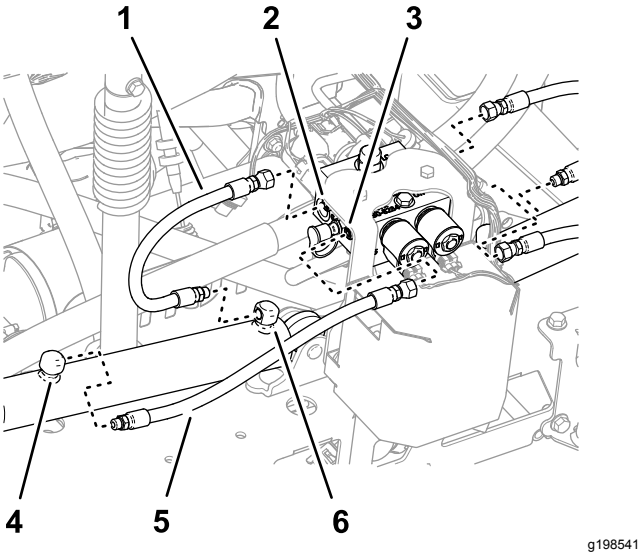

Figur 39
1. Afmonter slangerne fra de udvidede porte på venstre og højre løftecylinder (Figur 39).
2. Afmonter slangerne fra åbningerne på C2 og C4 på løftecylindermanifolden (Figur 39).
3. Afmonter slangerne fra tilbagetrækningsåbningerne på venstre og højre løftecylinder (Figur 39).
4. Afmonter slangerne fra åbningerne på C1 og C3 på løftecylindermanifolden (Figur 39).